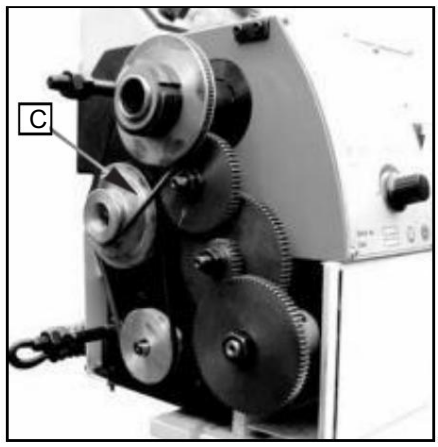

Fig. 16
2. Réglez la courroie trapézoïdale (C, Fig.16) dans la position correspondante.